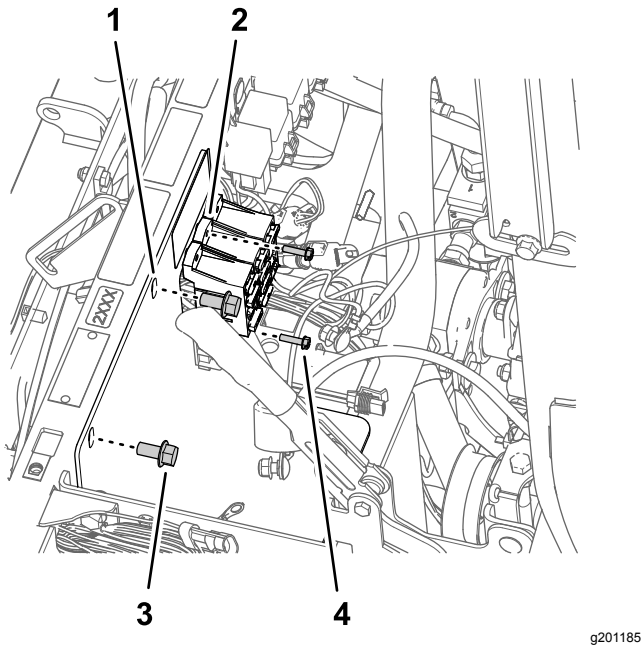

Figur 170
3. Fjern boltene (10-24 x 3/4 tomme) og mutterne (10-24) som fester sikringsblokkene til batteribraketten (Figur 170).
4. Fjern de to flenshodeboltene (3/8 x 3/4 tomme) som fester batteribraketten til støtdemperrøret på maskinen (Figur 170).